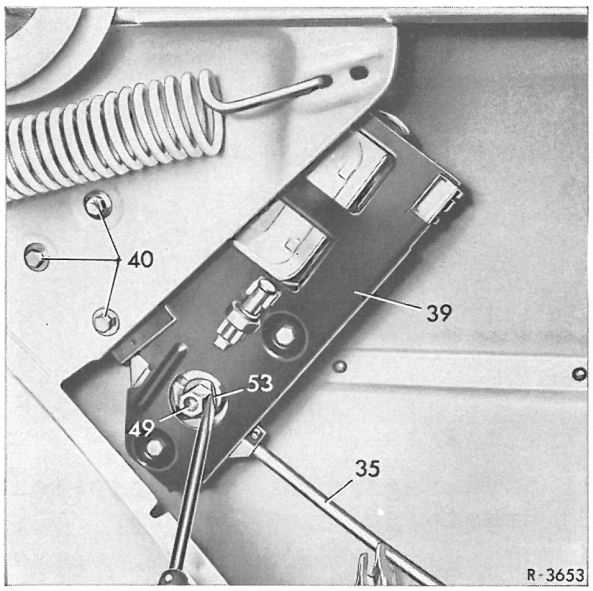

Fig. 78-1/15
2 Kontramøtrikkens (49) sikring (53) på gearet (styremøtrik til nødhåndsvinget) løsnes, og kontramøtrikken skrues af (fig. 78-1/15).
3 Befæstelsesskruerne (43) til geardækslet (42) skrues ud (fig. 78-1/16 og 17).
4 Geardækslet aftages, og det store tandhjul (44) samt drivakslen (45) tages ud (fig. 78-1/18).
5 Holder (39) med motor og gear skrues af, og skilles forsigtigt fra teleflex- og udløbsrør (35), fig. 78-1/15.